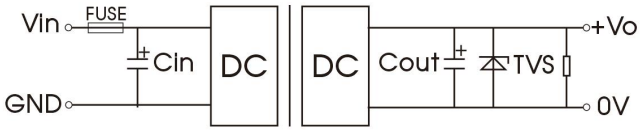

图 1
(1)产品测试及应用时，请按照（图 1）推荐的测试电路进行；至少保障外接一个电解电容 Cin（≥220μF），用于抑制输入端可能产生的浪涌电压。